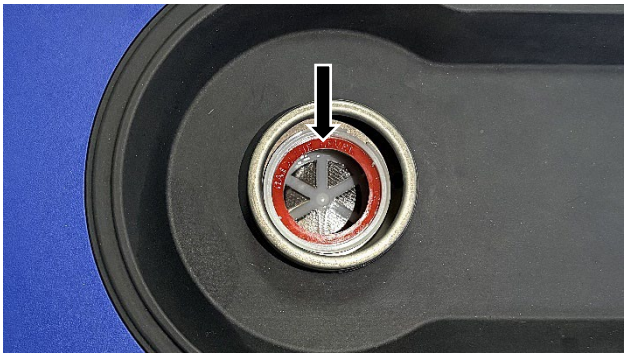

Figure 35 Install the Fuel Strainer
6. Install the fuel strainer by hand inside the filler hole on top of the fuel tank (see Figure 35). Make sure it is fully inserted into the opening.